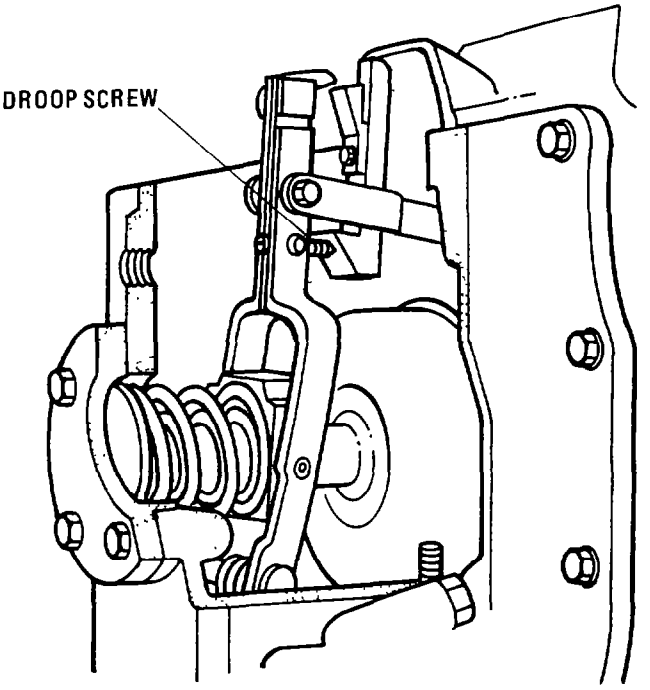

Fig. 117 — Droop Screw/Stop Plate Relationship at a Set Point
i. Reduce the pump speed to 600 rev/min, adjust the droop screw to contact the stop plate and obtain a delivery of 113 ± 3.0 – 117 ± 3.0 cc/500 strokes or 68 ± 2.0 – 70.5 ± 2.0 cc/300 strokes (see fig. 117).